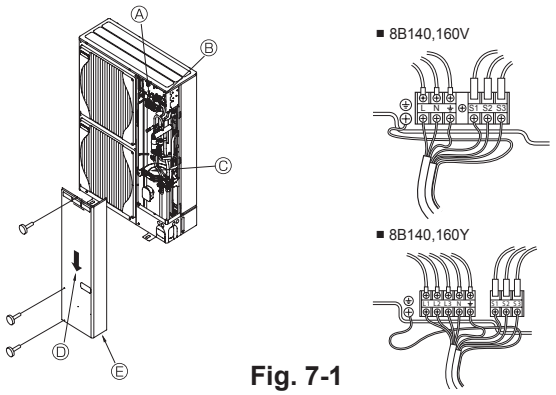

Fig. 7-1
7.1. Наружный прибор (Fig. 7-1)
① Снимите защитную панель.
② Проведите кабели согласно Fig. 7-1.